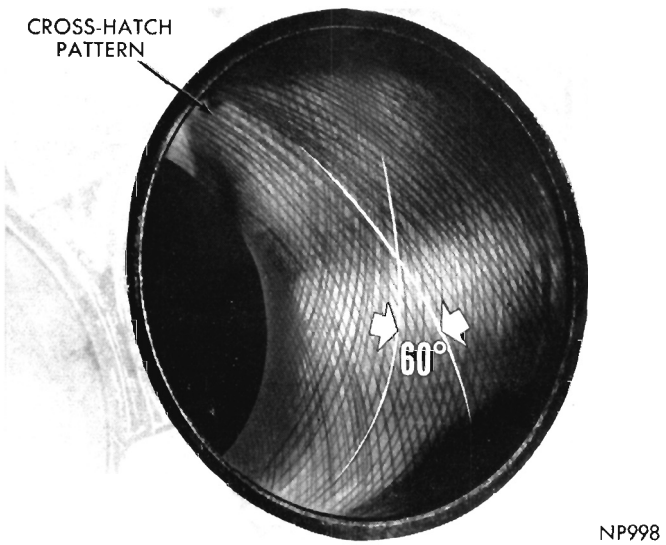

Fig. 34—Cross Hatch Pattern
(1) Used carefully, the cylinder bore resizing hone Tool C-823, equipped with 220 grit stones, is the best tool for this job. In addition to deglazing, it will reduce taper and out-of-round as well as removing light scuffing, scoring or scratches. Usually a few strokes will clean up a bore and maintain the required limits.
(2) Deglazing of the cylinder walls may be done using a cylinder surfacing hone, Tool C-3501, equipped with 280 grit stones (C-3501-3810). If the cylinder bore is straight and round 20-60 strokes depending on the bore condition will be sufficient to provide a satisfactory surface. Inspect cylinder walls after each 20 strokes. Use honing oil C-3501-3880 or a light honing oil available from a major oil distributor. **Do not use engine or transmission oil, mineral spirits or kerosene.**
(3) Honing should be done by moving the hone up and down fast enough to get a cross-hatch pattern. When hone marks intersect at 60°, the cross hatch angle is most satisfactory for proper seating of the rings. (See Fig. 34).
(4) After honing, it is necessary that the block be cleaned again to remove all traces of abrasives. **CAUTION: Be sure all abrasives are removed from engine parts after honing. It is recommended that a solution of soap and water be used with a brush and the parts then thoroughly dried. The bore can be considered clean when it can be wiped clean with a white cloth and cloth remains clean. Oil bores after cleaning to prevent rusting.**